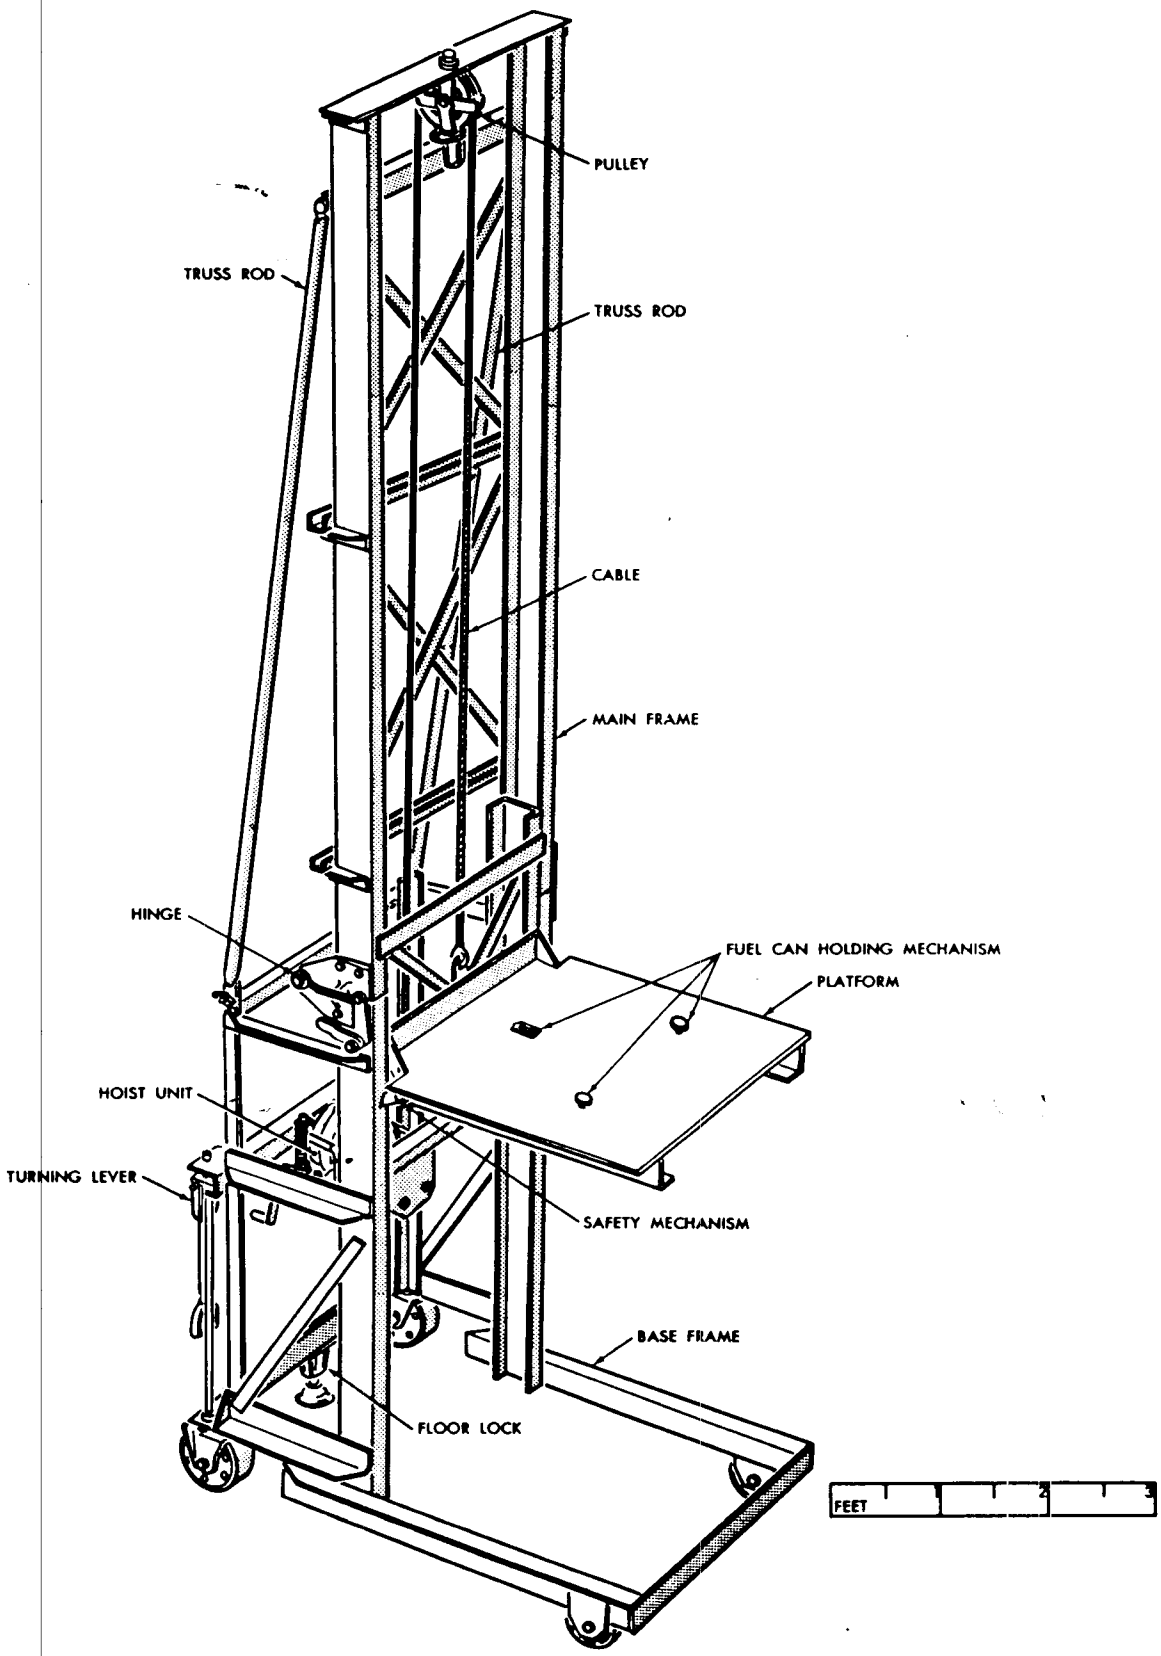

*Figure 77. Fuel servicer.*
*b. Fuel Servicer* (fig. 77). The fuel servicer, a hand operated hoist assembly with a platform, is used to raise the fuel can approximately 60 inches above the missile. The servicer is approximately 164 inches high and 40 inches wide. The fuel can is clamped on the servicer platform during fuel-filling operations. The servicer is mounted on four casters to facilitate moving. The turning lever facilitates maneuvering the servicer. The floor lock prevents movement during fueling.